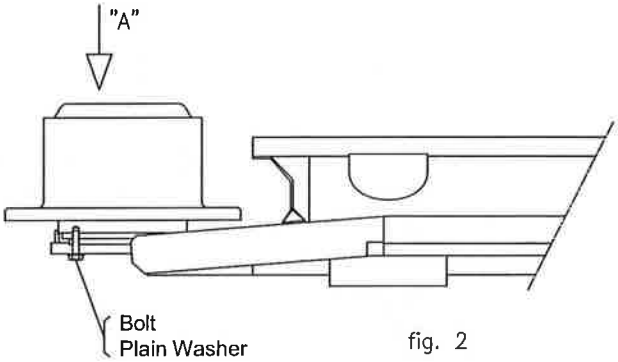

fig. 2
5.1. Lift the reduction and position it on the track housing (fig. 2).).